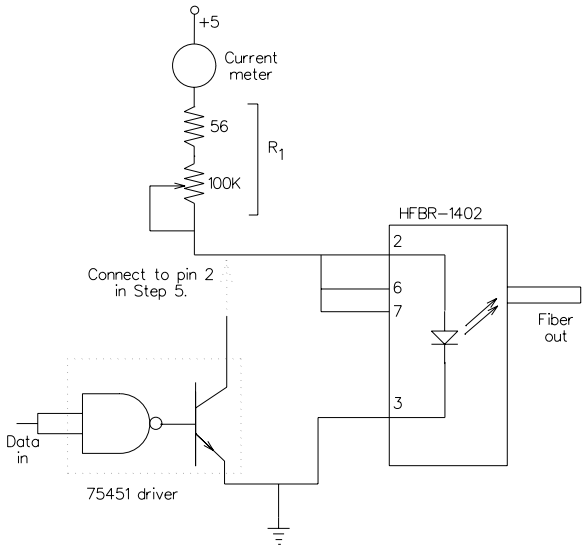
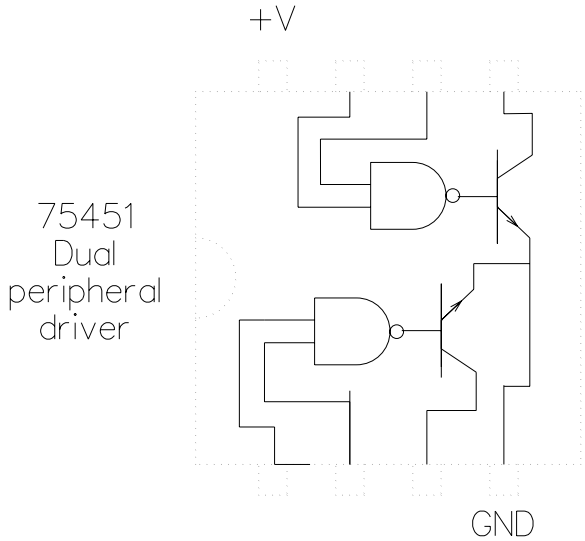

Figure 1: Transmitter circuit.
Figure 2: 75451 pin connections.
1. We will use the circuit of Fig. 1 as the transmitter circuit. The resistor R_1 will be a resistor in series with the 10K potentiometer connected as a variable resistor. If the diode voltage drop is nominally 1.8 volts, *calculate the value* of the resistor in series with the potentiometer in order to avoid exceeding the maximum current rating of the diode. We will use a resistor with a value of 56 Ω for this resistor.
2. Connect the circuit of Fig. 1, but *leave the collector output (pin 3 or 5) of the driver circuit disconnected for now.* The pin diagram for the 75451 is shown in Fig. 2. We will call the series connection of the 56Ω resistor in series with the self-tapped potentiometer R_1. Using the infrared viewer, check for proper operation of the circuit by observing the infrared light out of the LED source of the transmitter.
5. Return the optical power level to an intermediate value. The input to the 75451 driver should be a TTL-valued square wave (0 to 5 volt peak) with a nominal frequency of 1 KHz. Connect this signal to the data input of Fig. 1 and connect the output of the 75451 to pin 2 of the optical transmitter. Observe proper operation of the link by obtaining an inverted replica of the drive circuit from the receiver. (This may require some adjustment of your transmitter output power.)